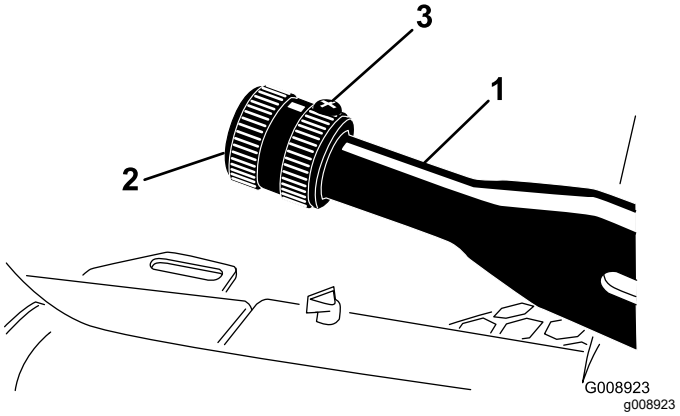

**Figur 75**
2. Lossa ställskruven som fäster ratten på parkeringsbromsspaken (Figur 75).